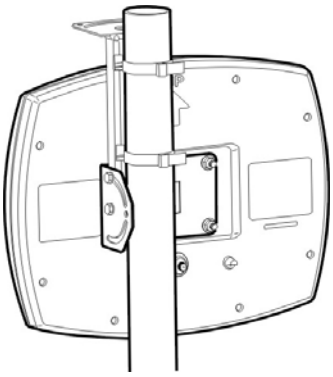

**Figure 4.4: Pipe Mount**
The mounting shown in Figure 4.4: allows for complete left to right rotation with a limited range of up-tilt or down-tilt.
1. Feed the end of the hose clamp through the rectangular slots as shown in Figure 4.4: "Pipe Mount".